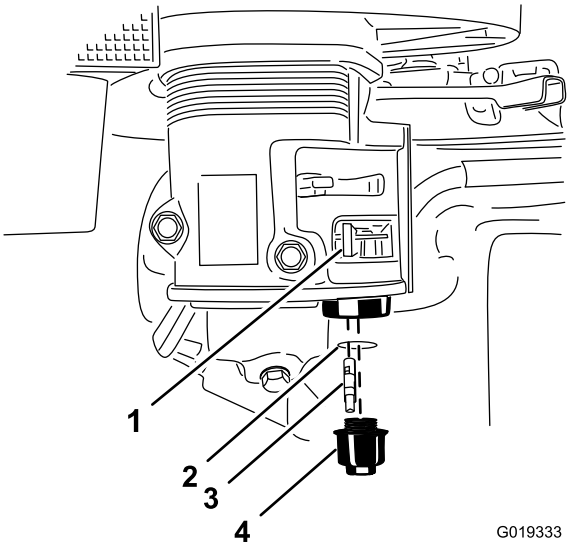

Figure 63
3. Tournez le robinet d'arrivée de carburant complètement à gauche en position Fermée (Figure 63).
4. Dévissez la cuvette de décantation (Figure 63).
5. Déposez le filtre à carburant et le joint torique (Figure 63).
8. Posez le filtre à carburant au fond du carburateur (Figure 63).